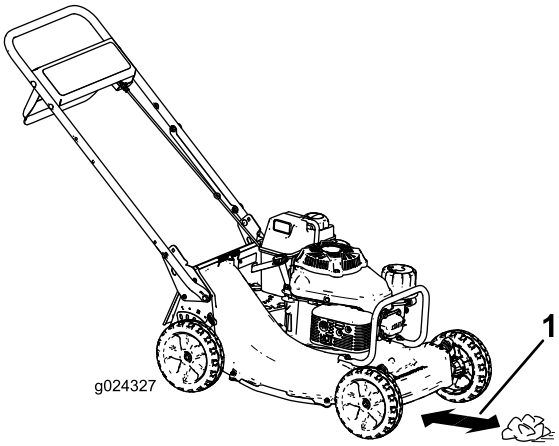

Figur 17
4. Placera tidningspappersbollen ca 13 cm framför gräsklipparen (Figur 17).